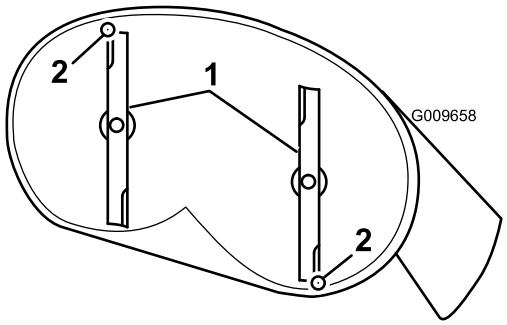

Figur 56
4. Rotera knivarna försiktigt så att de är riktade framåt-bakåt (Figur 56).
5. Mät från den främre knivens spets till den platta ytan, och från den bakre knivens spets till den platta ytan (Figur 56). Om den främre knivens spets inte är 1,6–7,9 mm lägre än den bakre knivens spets ska du justera den främre låsmuttern.
8. Kontrollera den främre-bakre knivlutningen igen efter justeringen. Fortsätt att justera muttern tills den främre knivspetsen är 1,6–7,9 mm lägre än den bakre knivspetsen (Figur 56).